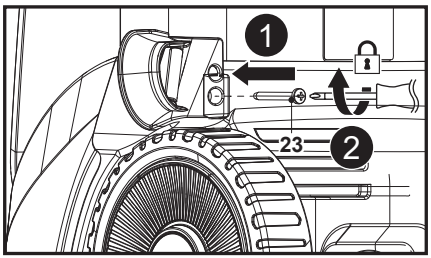

Fig. 2
Alinhe o orifício de montagem no guia da mangueira (7) com o respetivo apoio na máquina e, em seguida, utilize uma chave de parafusos de cabeça cruzada adequada (não fornecida) para fixar a ligação com o parafuso (ST4,8 x 16 com cabeça de parafuso grande) (23) (Fig. 2, passos 1, 2).